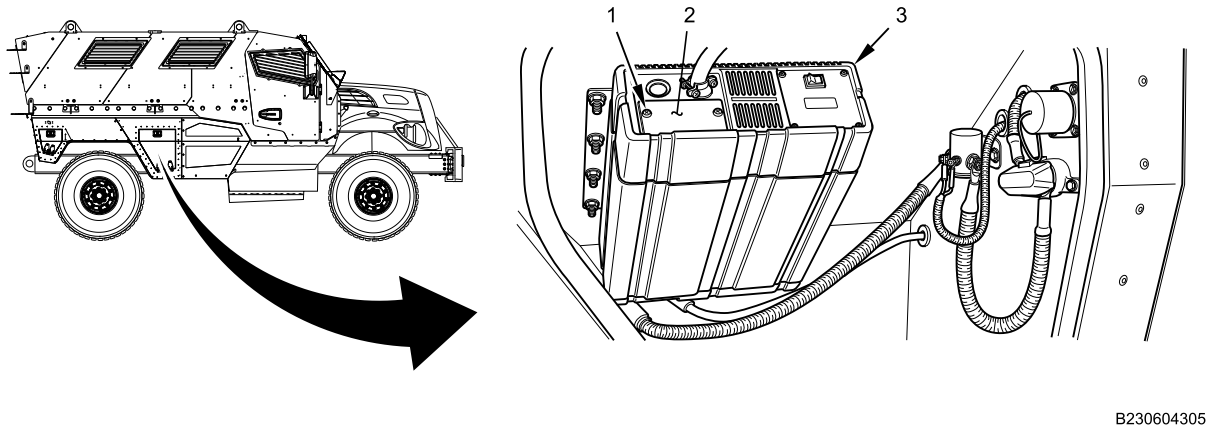

Figure 1. 110V Inverter Wiring.
1. Remove two screws (Figure 1, Item 1) securing cover (Figure 1, Item 2) to inverter (Figure 1, Item 3). Remove cover.